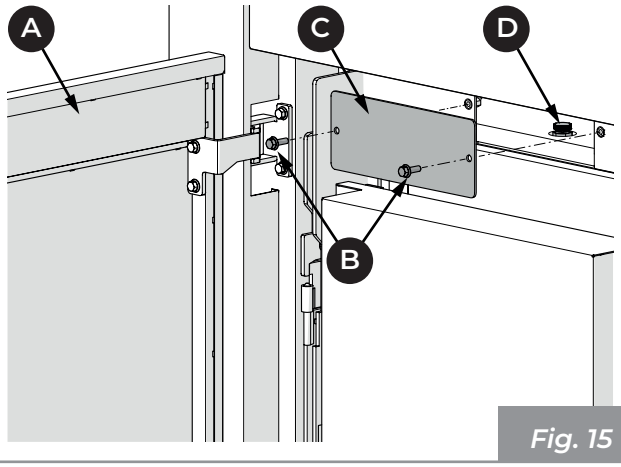

Fig. 15
- aprire la porta (**A**), svitare le due viti (**B**) e rimuovere la copertura (**C**) per accedere alla valvola di sfiato (**D**), nel caso in cui si debba eliminare l'aria presente in caldaia durante la fase di carico dell'impianto (**Fig. 15**).